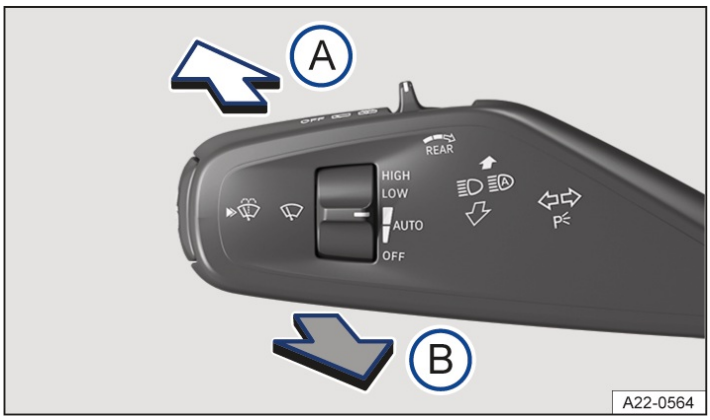

Fig. 1 On the left-hand side of the steering column: lever for turn signal, high beam and windshield wiper.
3. Tap the lever forwards out of the basic position → *fig. 1* (A).
Or: if Dynamic Light Assist is switched on and active, pull the lever backwards → *fig. 1* (B).
Or: if Dynamic Light Assist is switched on and is not active, press the lever forwards → *fig. 1* (A). The manual high beam headlights are now switched on. To switch off the manual high beam if necessary, pull the lever backwards.